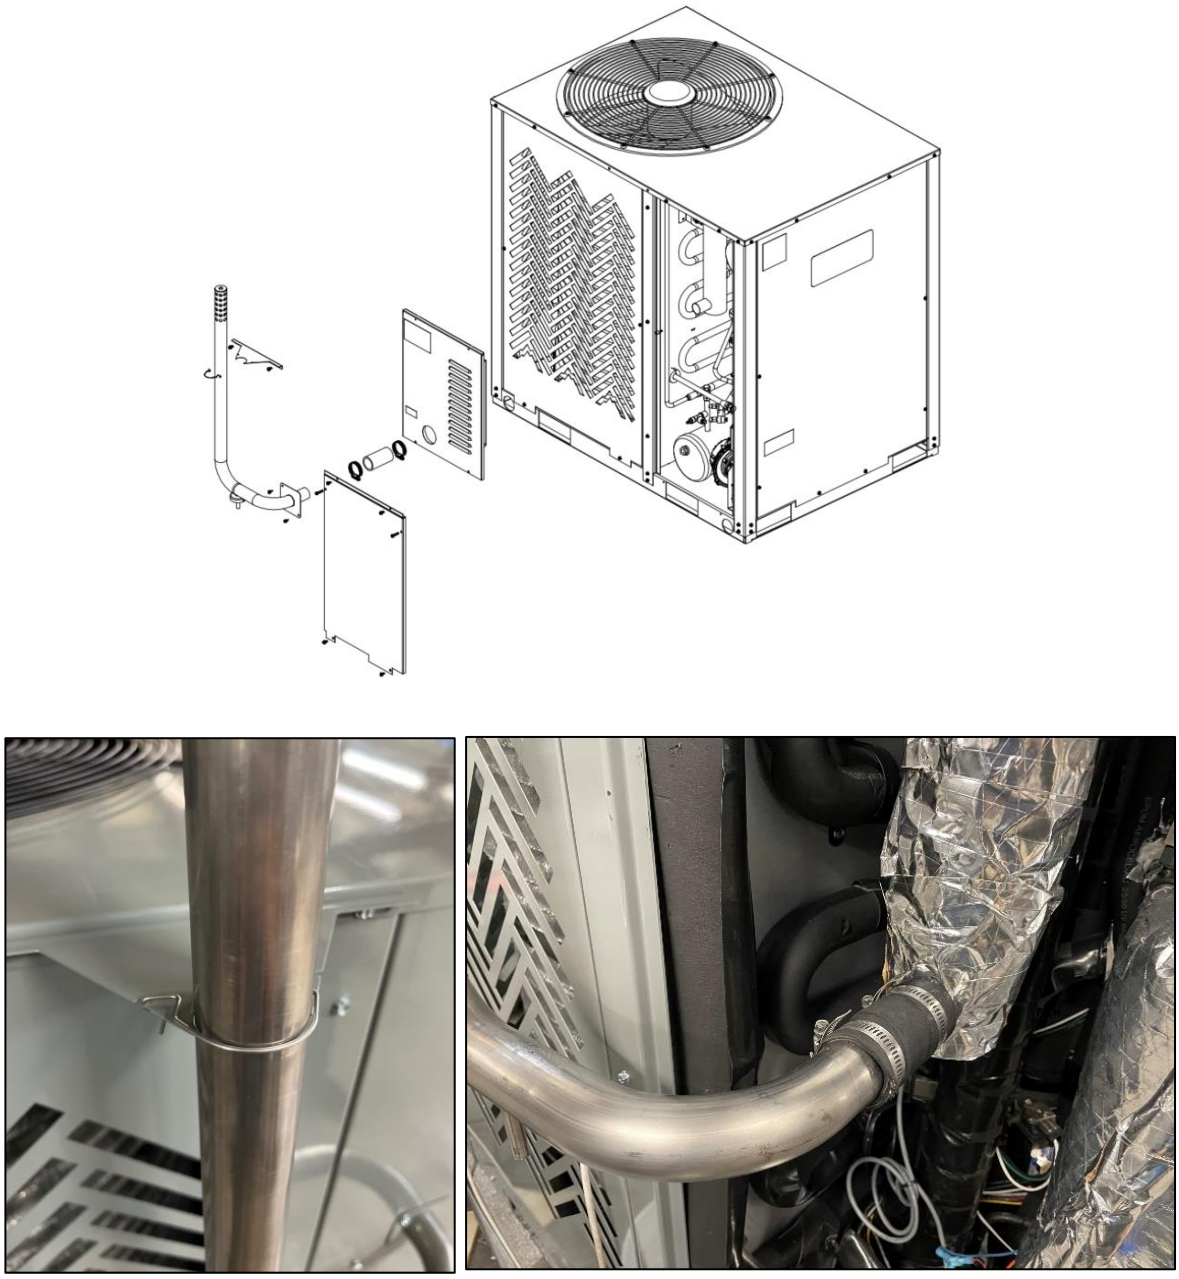

Figure 10: Flue Pipe and Bracket Installation
2. Loosen the two screws on the side of the lid and install the bracket as shown in Figure 10.
5. Insert the flue pipe through the hole in the upper side panel, then insert it into the flexible coupling as shown in the right image of Figure 10.
6. Snap the flue vent pipe into the bracket shown on the left in Figure 10 and secure it to the lid of the GAHP.